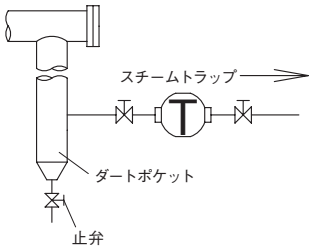

図5. ドレンタンク配管例略図
8. トラップの排出側をドレンタンクや排水溝などに配管する場合は、水没しないようにしてください。また、逆流防止のため、逆止弁を取り付けてください。(図5、6参照)
9. トラップの排出側をドレン回収管など、他系統に配管する場合は、配管の上部から入るようにし、背圧が加わる場合は、逆止弁を取り付けてください。(図5参照)